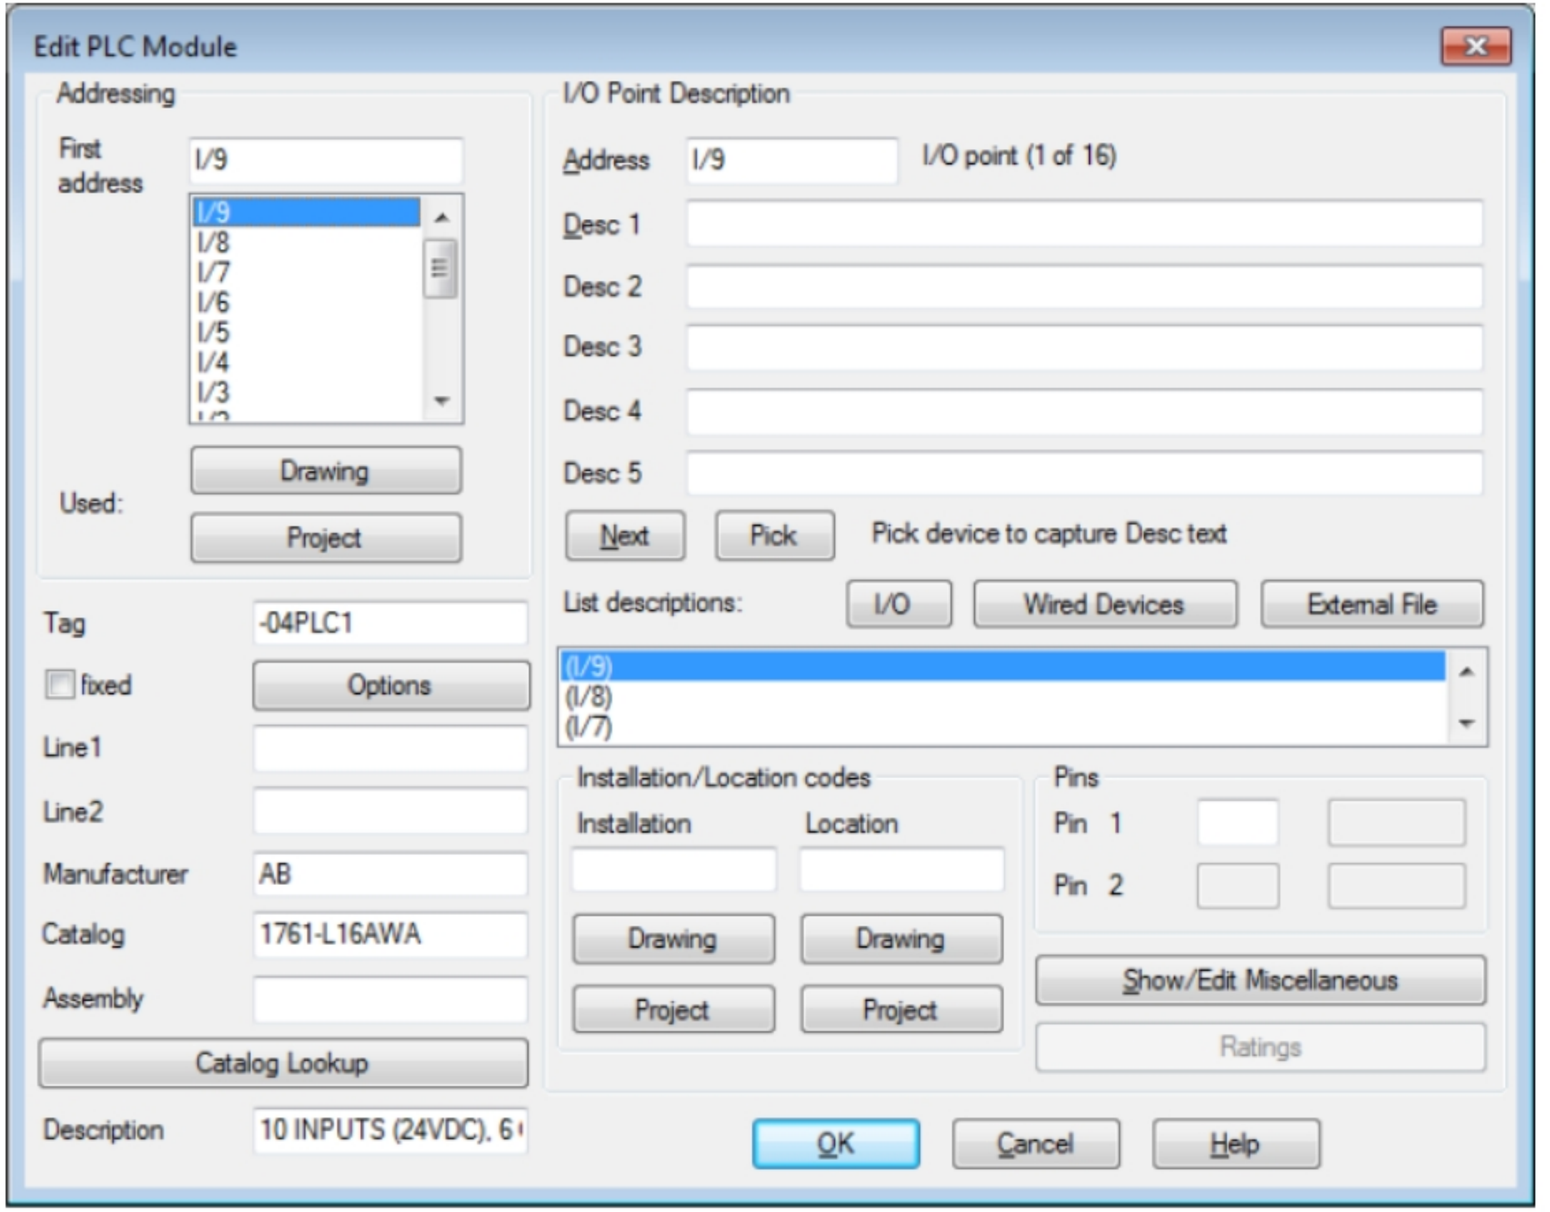

Figure-9. Edit PLC Module dialog box
- Click in the drawing area to place the PLC. The **Edit PLC Module** dialog box will be displayed; refer to Figure-9.